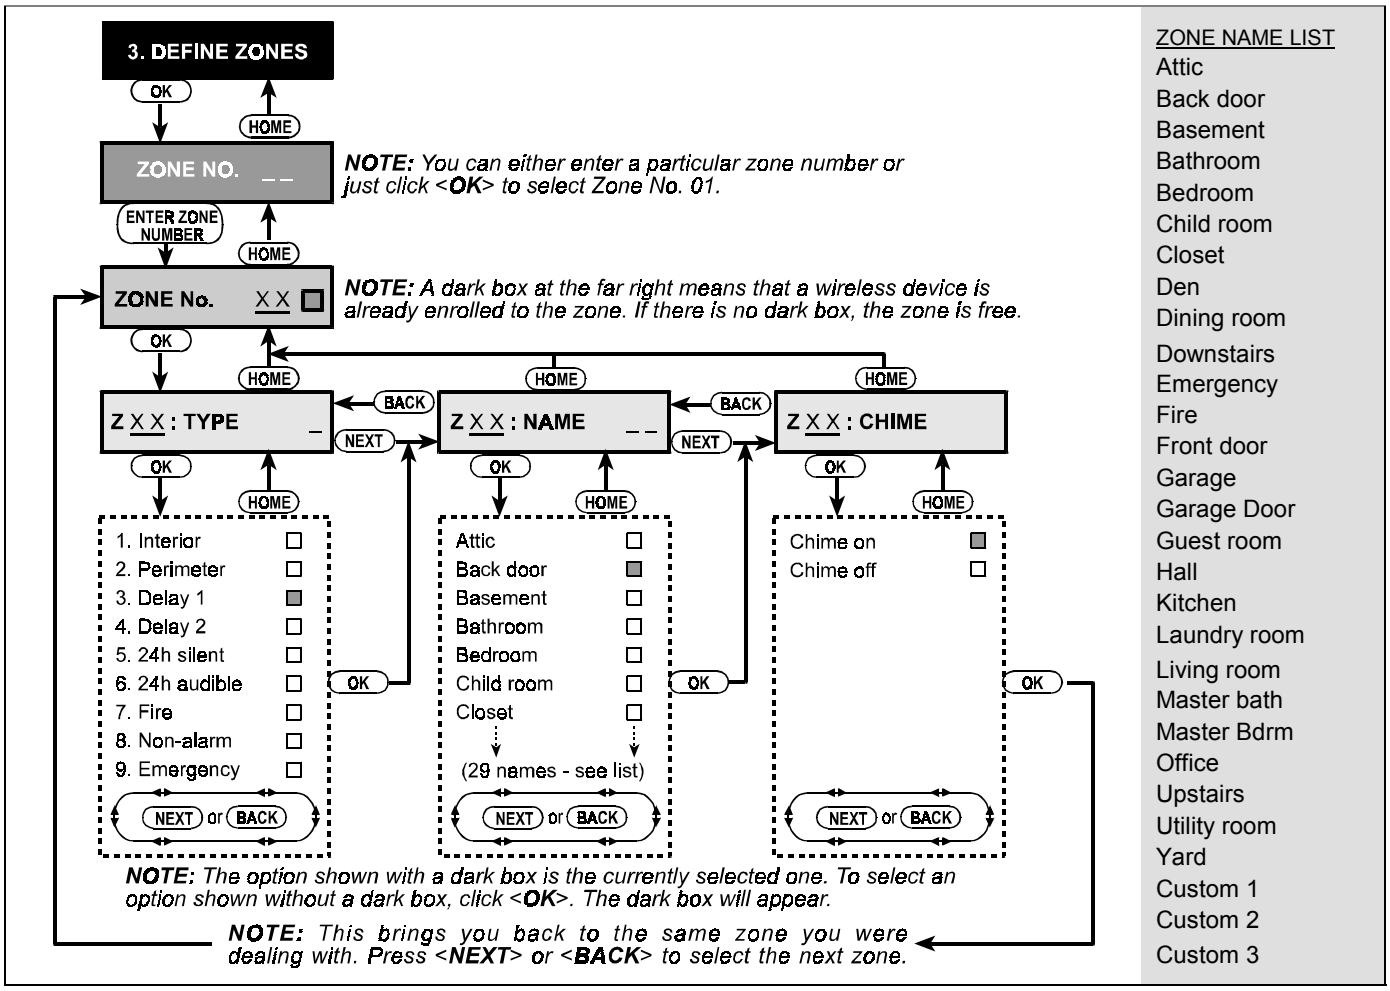

Figure 3. *DEFINE ZONES Flow Chart*
Should you wish to get an overall view of the entire zone definition process, refer to Figure 3. You may even use the chart as your only guide along the programming process, instead of going through the written step-by-step procedure.
D. You can now enter the number of a specific zone definition (see list in Figure 3) and click <**OK**>. If, for example, you enter <**5**>⇨<**OK**>, the display will read:
G. At this point, enter the serial number of the zone name you wish to attach to zone No. 7 from the list of 29 available names (see list in Figure 3).